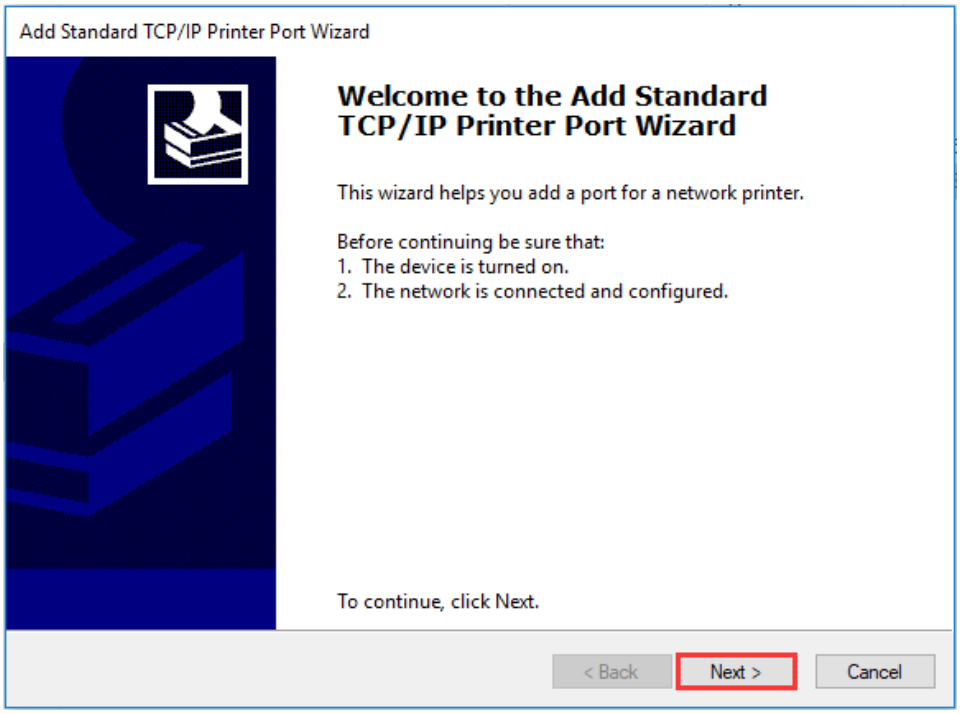

Figure 2-37 Add Standard TCP/IP Printer Port Wizard
6. The "Add Standard TCP/IP Printer Port Wizard" screen displays, click "Next", as shown in Figure 2-37.